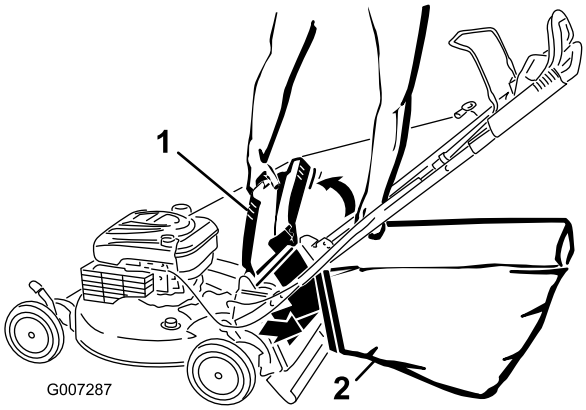

Figura 21
4. Cuelgue el extreme superior delantero de la bolsa de las muescas (Figura 21).